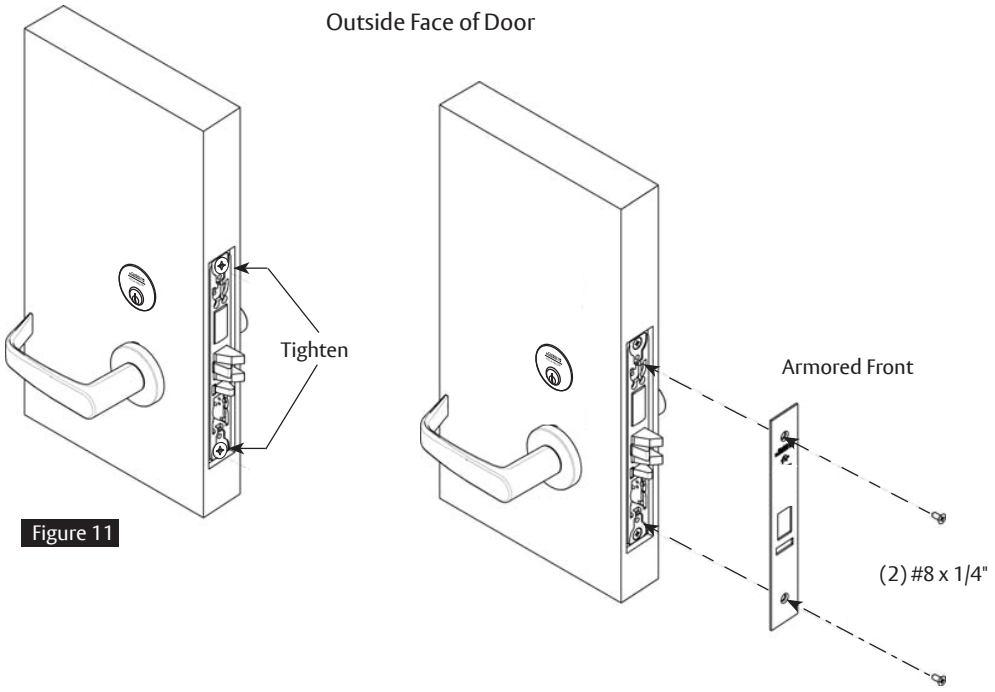

Figure 11
1. Tighten (2) screws through lock body.
2. Attach armored front with two #8 x 1/4" screws (Figure 11).